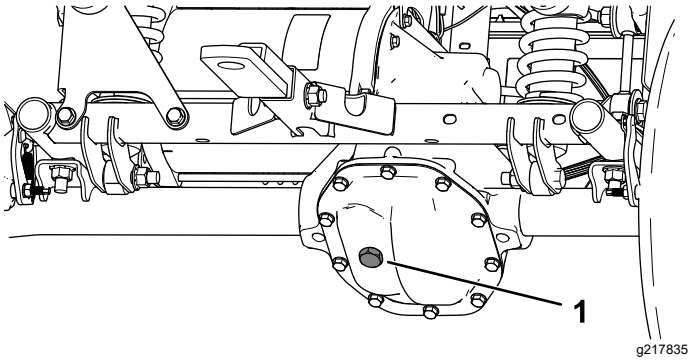

**Figuur 47**
4. Verwijder de vulplug op de transaxle (Figuur 47).
5. Als het vloeistofpeil te laag is, verwijder dan de vulplug en vul bij met de aanbevolen vloeistof tot deze uit de opening stroomt (Figuur 47).
4. Verwijder de vulplug op de transaxle en vul de transaxle met de aanbevolen vloeistof tot deze uit het gat loopt (Figuur 47).